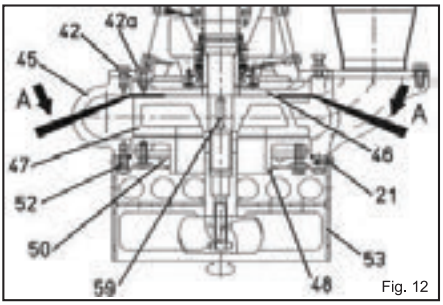
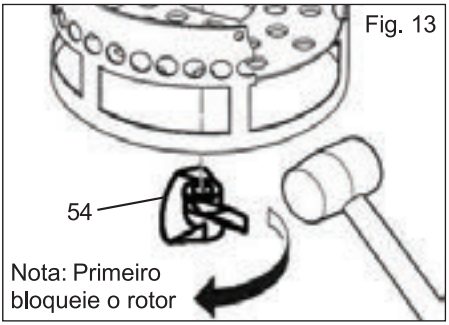

Fig. 12
Fig. 13
- Remova o filtro 53 (Fig. 12) desparafusando os parafusos 21.
- Desaperte o talhador 54 batendo nele firmemente no sentido anti-horário, conforme mostrado na Fig. 13; certifique-se que o rotor 47 (Fig. 12) esteja bloqueado com uma barra de ferro.
- Extraia o flange no lado da sucção 50 (Fig. 12) após remover os parafusos 52. Com o flange 50 a placa de desgaste inferior 48 também irá descer.
- Remova a carcaça 45 (Fig. 12) após ter removido os parafusos 42.
- Extraia o rotor 47 usando duas alavancas "A" (Fig. 12). Se emperrar, use um extrator, tomando cuidado para não danificar a parte roscada do eixo do motor.
- Remova a chave 59 e afrouxe os parafusos 42a (Fig. 12) para permitir que a placa de desgaste superior 46 desça.